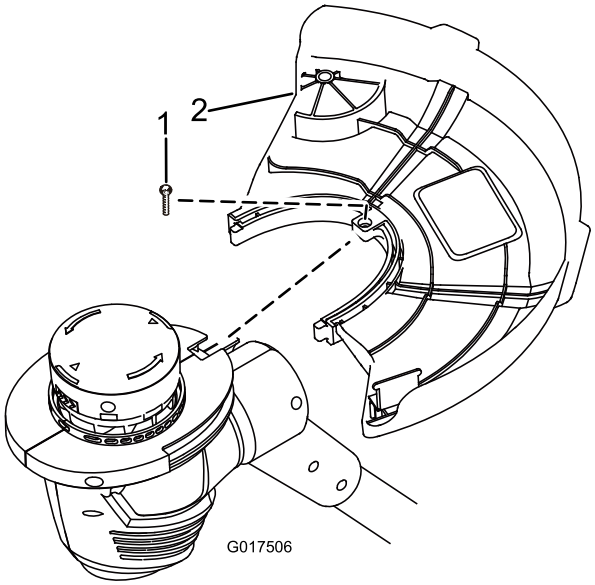

Figure 2
1. Retirez la vis cruciforme collée sur le déflecteur (Figure 2).
2. Glissez le déflecteur sur la base de la débroussailleuse, comme illustré à la Figure 2.